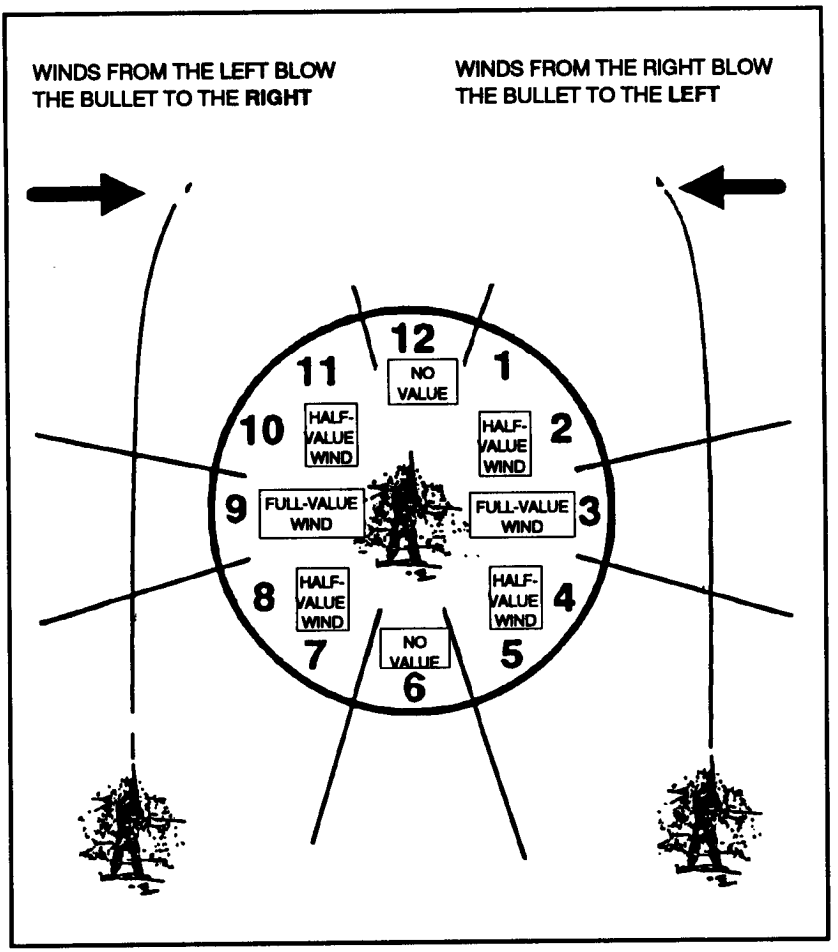

Figure 3-19. Clock system.
(3) ***Humidity.*** Humidity varies along with the altitude and temperature. Figure 3-19 considers the changes in altitudes. Problems can occur if extreme humidity changes exist in the area of operations. That is, when humidity goes up, impact goes down; when humidity goes down, impact goes up. Since impact is affected by humidity, a 20 percent change in humidity equals about one minute as a rule of thumb. Keeping a good sniper data book during training and acquiring experience are the best teachers.
b. Since the sniper must know how much effect the wind will have on the bullet, he must be able to classify the wind. The best method is to use the clock system (Figure 3-19). With the sniper at the center of the clock and the target at 12 o'clock, the wind is assigned three values: full, half, and no value. Full value means that the force of the wind will have a full effect on the flight of the bullet. These winds come from 3 and 9 o'clock. Half value means that a wind at the same speed, but from 1,2,4,5,7,8, 10, and 11 o'clock, will move the bullet only half as much as a full-value wind. No value means that a wind from 6 or 12 o'clock will have little or no effect on the flight of the bullet.